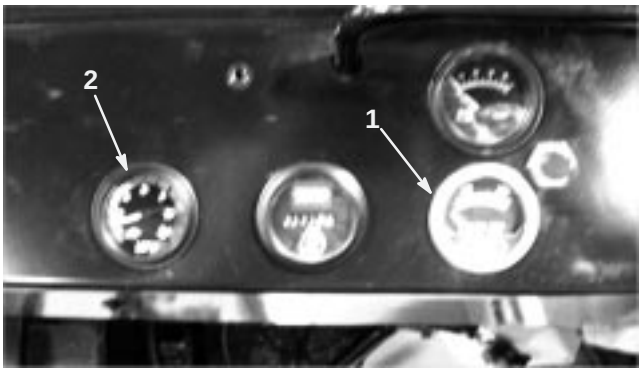

**Figure 1**
1. Install the speedometer in vehicle's dash as shown in figure 1.